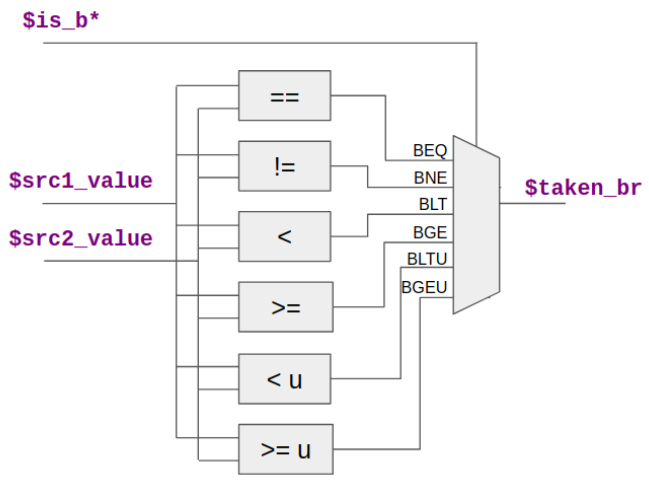

Figura 9 Lógica de la señal taken_br
- Codifique la señal `taken_br` usando operadores ternarios para implementar el diagrama de la Figura 9.